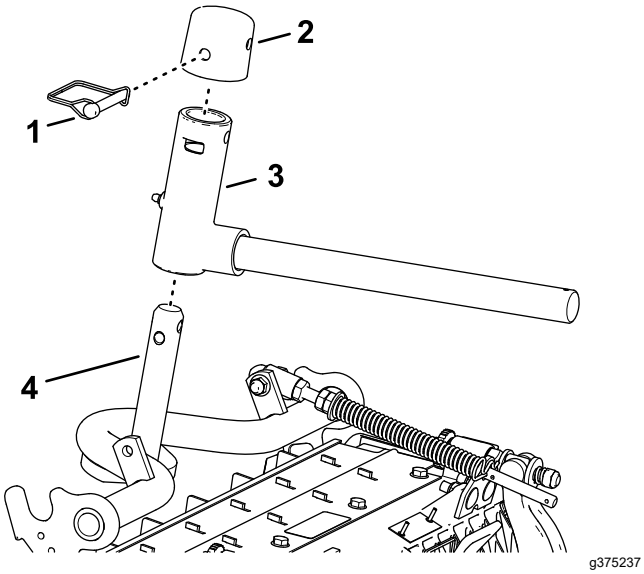

Figur 20
2. Monter drejegaflen på bærerammeakslen (Figur 20).